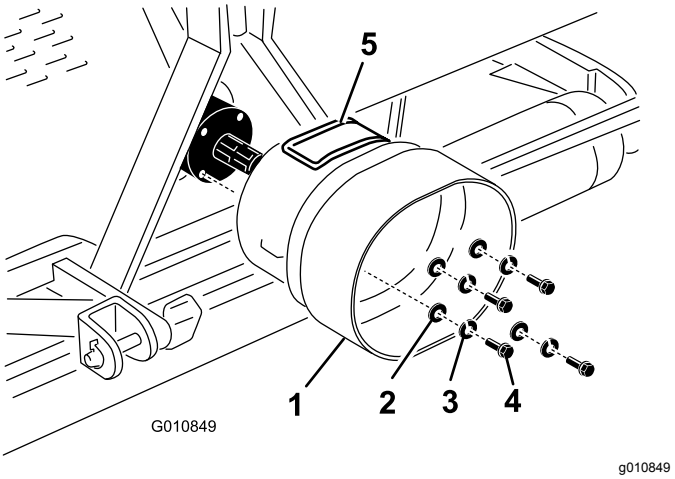

Figur 22
1. Fjern de fire boltene, låseskivene og de flate skivene som er festet på bakre del av luftemaskinens girkasse (Figur 22).
2. Fest verneplatene for kraftuttaket til luftemaskinens girkasse, ved hjelp av festene som du fjernet tidligere (Figur 22). Når du monterer verneplatene for kraftuttaket, må du sørge for at tilgangspanelet (Figur 22) står vendt mot toppen eller siden, avhengig av luftemaskinens rammekonfigurasjon.
Merk: Du kan åpne tilgangspanelet (Figur 22) for å gjøre det enklere å fjerne og montere festene for kraftuttaksakselen.